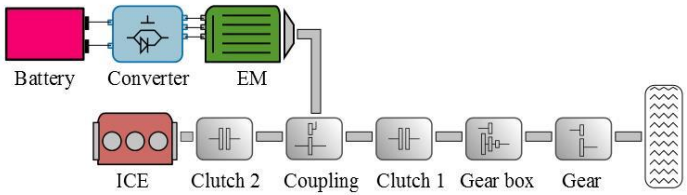

Figure 2 : Parallel hybrid electric architecture
- la machine électrique (EM) et des rapports de vitesse (fig.2).